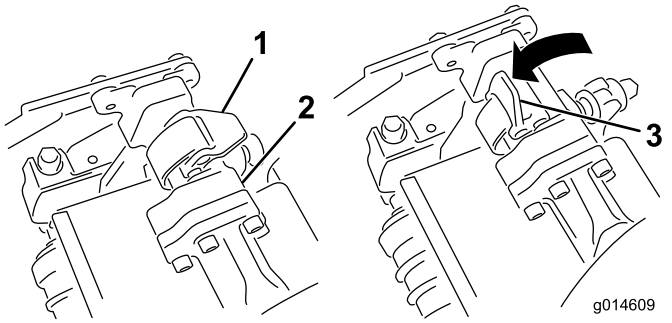
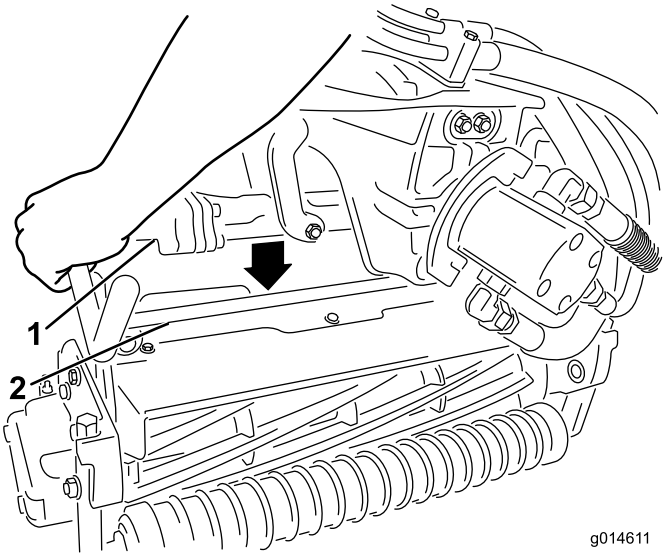

**Figuur 33**
**Figuur 34**
3. Zorg ervoor dat de vergrendelingen op de ophangarm omhoog wijzen (dus open staan) (Figuur 33), druk de ophangarm omlaag zodat de stang ervan over de stang aan de bovenkant van het maaidek valt (Figuur 34).
4. Sluit de vergrendelingen rond de stang van het maaidek en vergrendel ze (Figuur 33).
4. Open de vergrendelingen op de stang van de ophangarm van het maaidek dat u wilt verwijderen (Figuur 33).